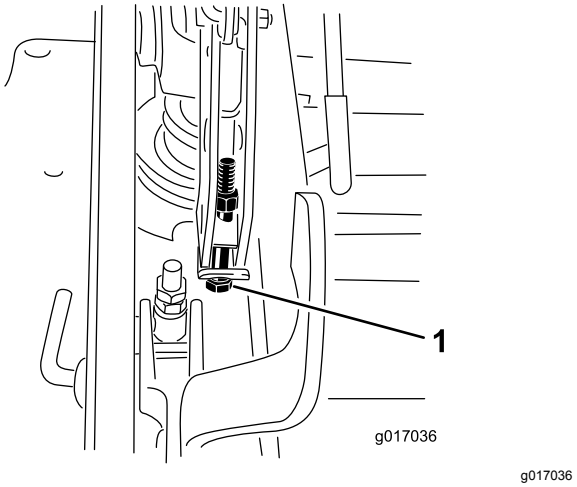

Figur 80
13. Hvis klippeenheten er for lav, kan du stramme til ettrinnsjusteringsbolten ved å vri den med urviseren. Hvis klippeenheten er for høy, kan du løsne ettrinnsjusteringsbolten ved å vri den mot urviseren (Figur 80).